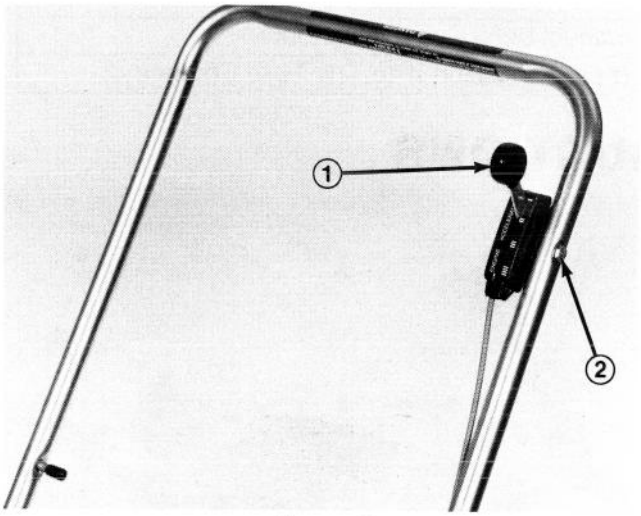

Figure 3
1. Mount throttle control against inside of handle with throttle cable on front side of handle. Insert mounting capscrew through hole in outside of handle, then through throttle control. Install and tighten nut to secure assembly (Fig. 3).